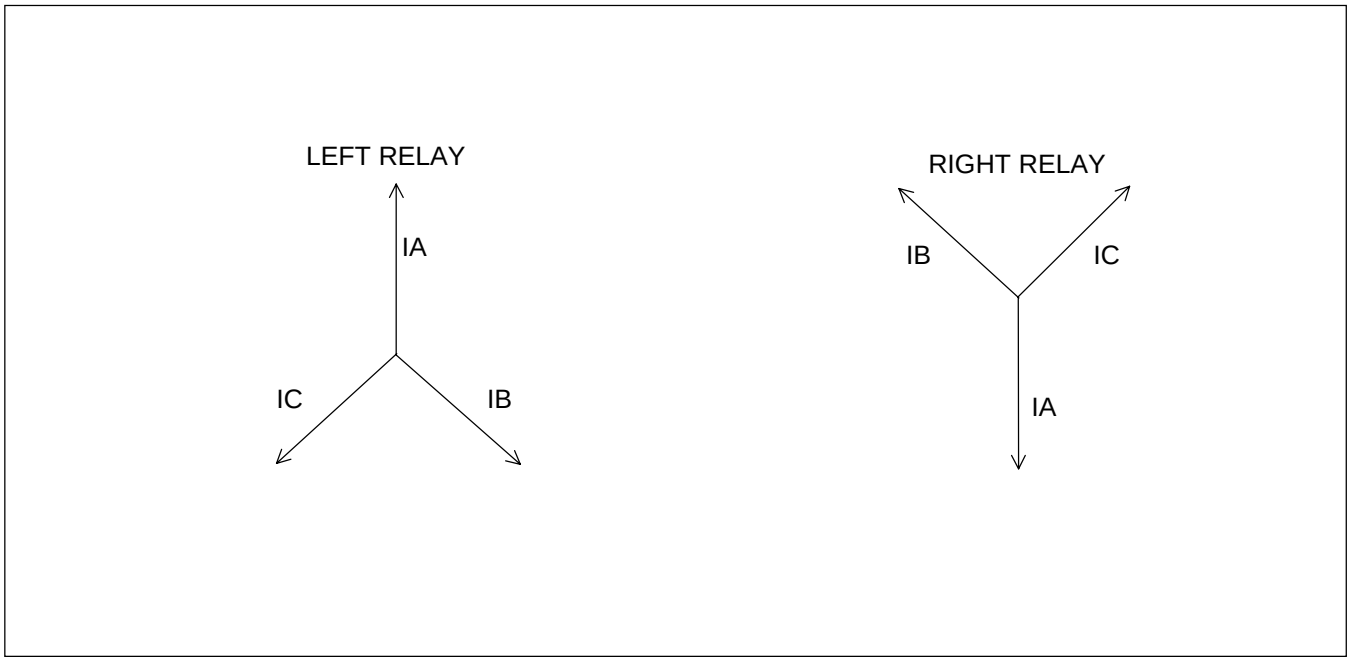

Figura 7-6. Diagrama de fasor, fallo externo trifásico real
1. Conecte el equipo como se muestra en la Figura 7-6.